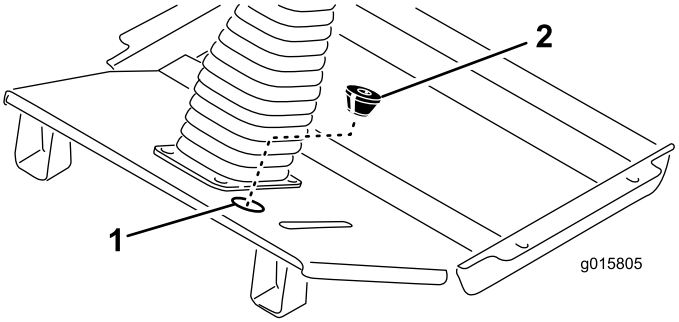

Figure 11
- Acheminez le faisceau avec les (5) connecteurs le long de la colonne de direction et branchez les connecteurs aux connecteurs correspondants. Attachez le faisceau à la colonne de direction avec les serre-câbles.
- Passez le reste du faisceau dans le trou ouvert du panneau de plancher (Figure 11).
- Faites une entaille dans le passe-câble fourni et découpez l'ouverture inférieure (Figure 11). Tournez le cône du passe-câble vers le bas, passez-le autour du faisceau et insérez-le dans le trou ouvert du panneau de plancher.